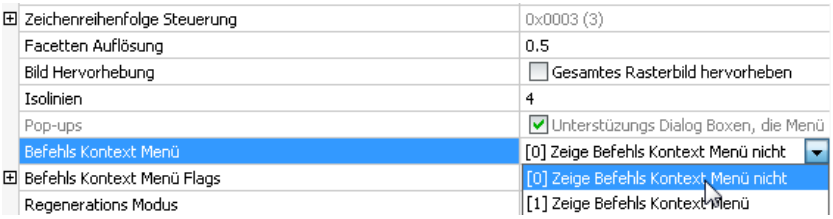

Bild 14.4 – Auswahlfeld *Befehls Kontext Menü*
- *Noch* einige Zeilen weiter unten finden Sie das Auswahlfeld *Befehls Kontext Menü*. Dieses stellt eine Variante zum alten AutoCAD-Seitenmenü dar und ist in TRIC nicht nur nicht erforderlich, sondern auch verwirrend bei der Bedienung. Deshalb sollten Sie hier *Zeige Befehls Kontext Menü nicht* wählen (Abb. 14.4).